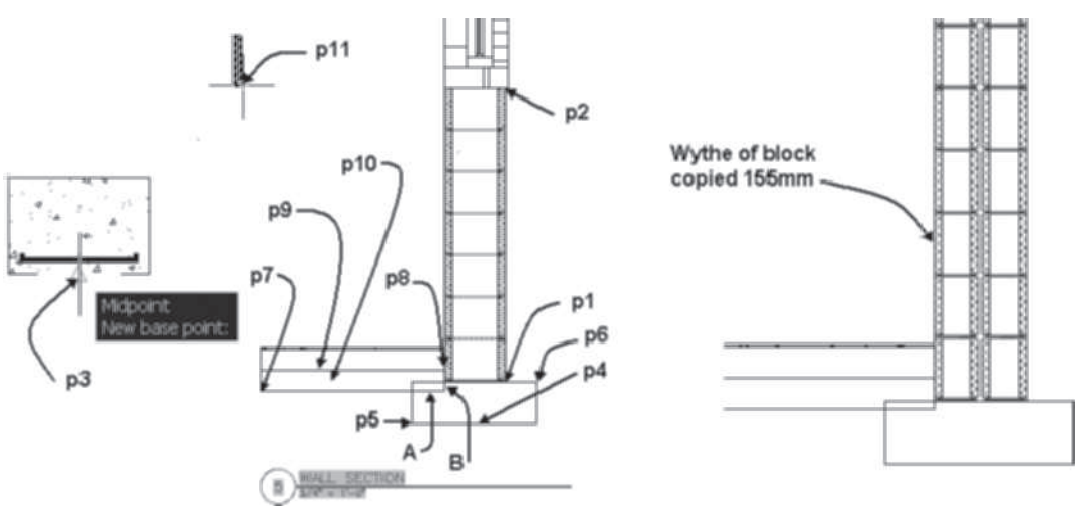

FIGURE 12.91 *Start point of a detail component*
`Start point:` *(Select a point near* `p1` *as shown in* `Figure 12.91`*.)*
`Pick point for direction or:` *(Select point* `p2` *shown in* `Figure 12.91`*.)*
`Start point or:` *(Press* `ESC` *to end the command.* `Metric only:` *Select the 7 courses of the block, right-click, and choose* `Basic Modify Tools > Copy`*. Copy the wythe 155 mm to the left as shown at the right in* `Figure 12.91`*.)*
Insert point or: *(Type* B *to choose the* Base point *option.* SHIFT + *Right-click, choose the Midpoint, and select the midpoint of the bottom edge of the footing detail component at* p3 *as shown in* Figure 12.91.*)*
Insert point or: (SHIFT + *Right-click, choose the Midpoint mode, and select the midpoint of the footing in the section at* p4 *shown in* Figure 12.91. *Press ESC to end the command.)*
Select the first point of the trim line or ENTER to pick on screen: *(Select using the* Endpoint *object snap* p6 *as shown in* Figure 12.91.*)*
Select the second point of the trim line: *(Select using the* Endpoint *object snap* p1 *as shown in* Figure 12.91.*)*
Select side to trim: *(Select a point above* p1 *as shown in* Figure 12.91.*)*
Specify first corner: *(Select point* p5 *as shown in* Figure 12.91.*)*
Specify opposite corner: *(Select a point near* p6 *as shown in* Figure 12.91.*)*
Specify first corner point or: *(Select point* p7 *as shown in* Figure 12.91 *using the Endpoint object snap mode.)*
Specify other corner point or: *(Select point* p8 *as shown in* Figure 12.91 *using the Endpoint object snap mode.)*
Select objects to form the backfill boundary: 1 found *(Select the rectangle at* p9 *as shown in* Figure 12.91.*)*
Select a point within a boundary to backfill: *(Select a point near* p10 *inside the rectangle as shown in* Figure 12.91. *The border of the rectangle will display red prior to selecting the interior point.)*
15. Select the rectangle created in Step 12 located at **p9** as shown in Figure 12.91, right-click, and choose **Basic Modify Tools > Delete**. Select the green line at **A** as shown in Figure 12.91 and choose **Edit** from the Linework panel. Select the lines at **A** and **B**, right-click, and choose **Basic Modify Tools > Delete**. Choose **Finish** from the **Edit In-Place:Linework** tab.
Insert point or: *(Type* B *to choose the* Base point *option. Select the lower-right corner of the expansion joint symbol at* p11 *as shown in* Figure 12.91*.)*
Insert point or: *(Select a point at the end at* p8 *as shown in* Figure 12.91*. Press* ESC *to end the command.)*